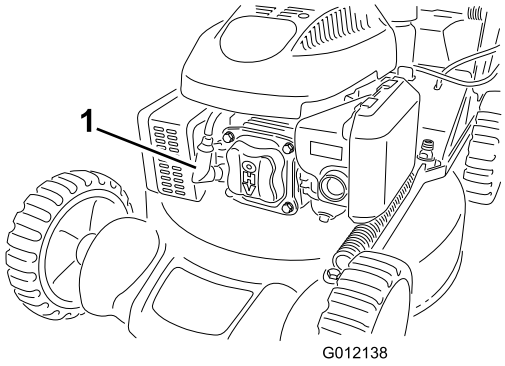

Figur 18
2. Lossa tändkabeln från tändstiftet (Figur 18) innan du utför underhåll.